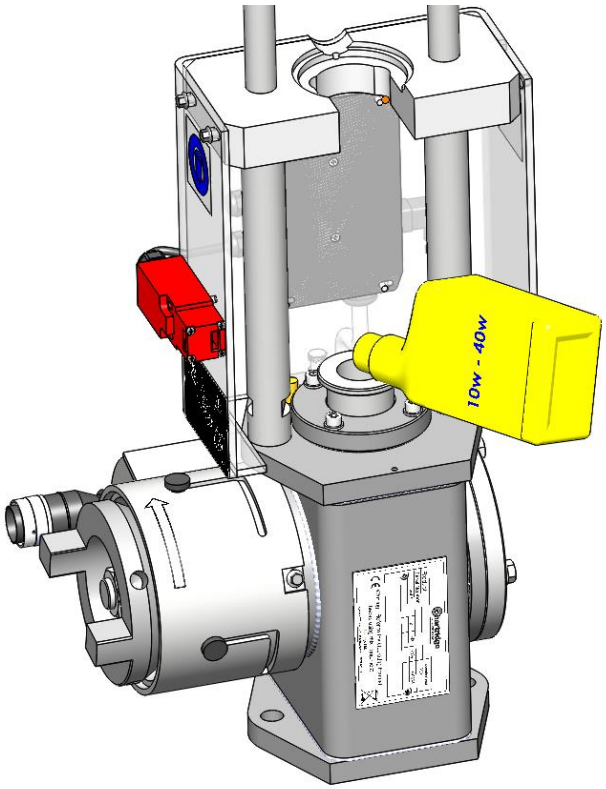

Рисунок 4.8 Место заливки масла через сапун толкателя
- Отверстие сапуна корпуса толкателя (Рисунок 4.8) – требуется снятие EUI/EUP и штока.